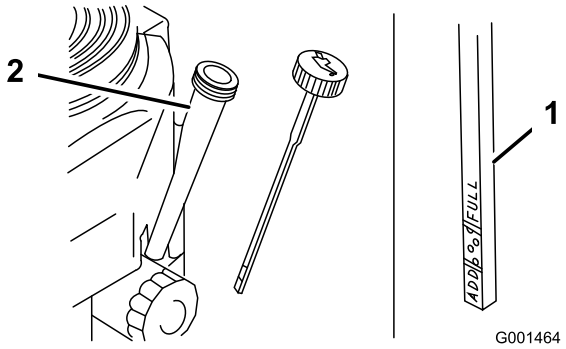

Bild 35
4. Reinigen Sie den Bereich um den Ölpeilstab (Bild 35), damit kein Schmutz in den Einfüllstutzen gelangen und den Motor beschädigen kann.
5. Schrauben Sie den Ölpeilstab heraus und wischen Sie das Metallende ab (Bild 35).
6. Schieben Sie den Ölpeilstab vollständig in den Einfüllstutzen (nicht in den Einfüllstutzen einschrauben) (Bild 35).
8. Gießen Sie ca. 80 % der angegebenen Ölmenge langsam in den Einfüllstutzen (Bild 35).